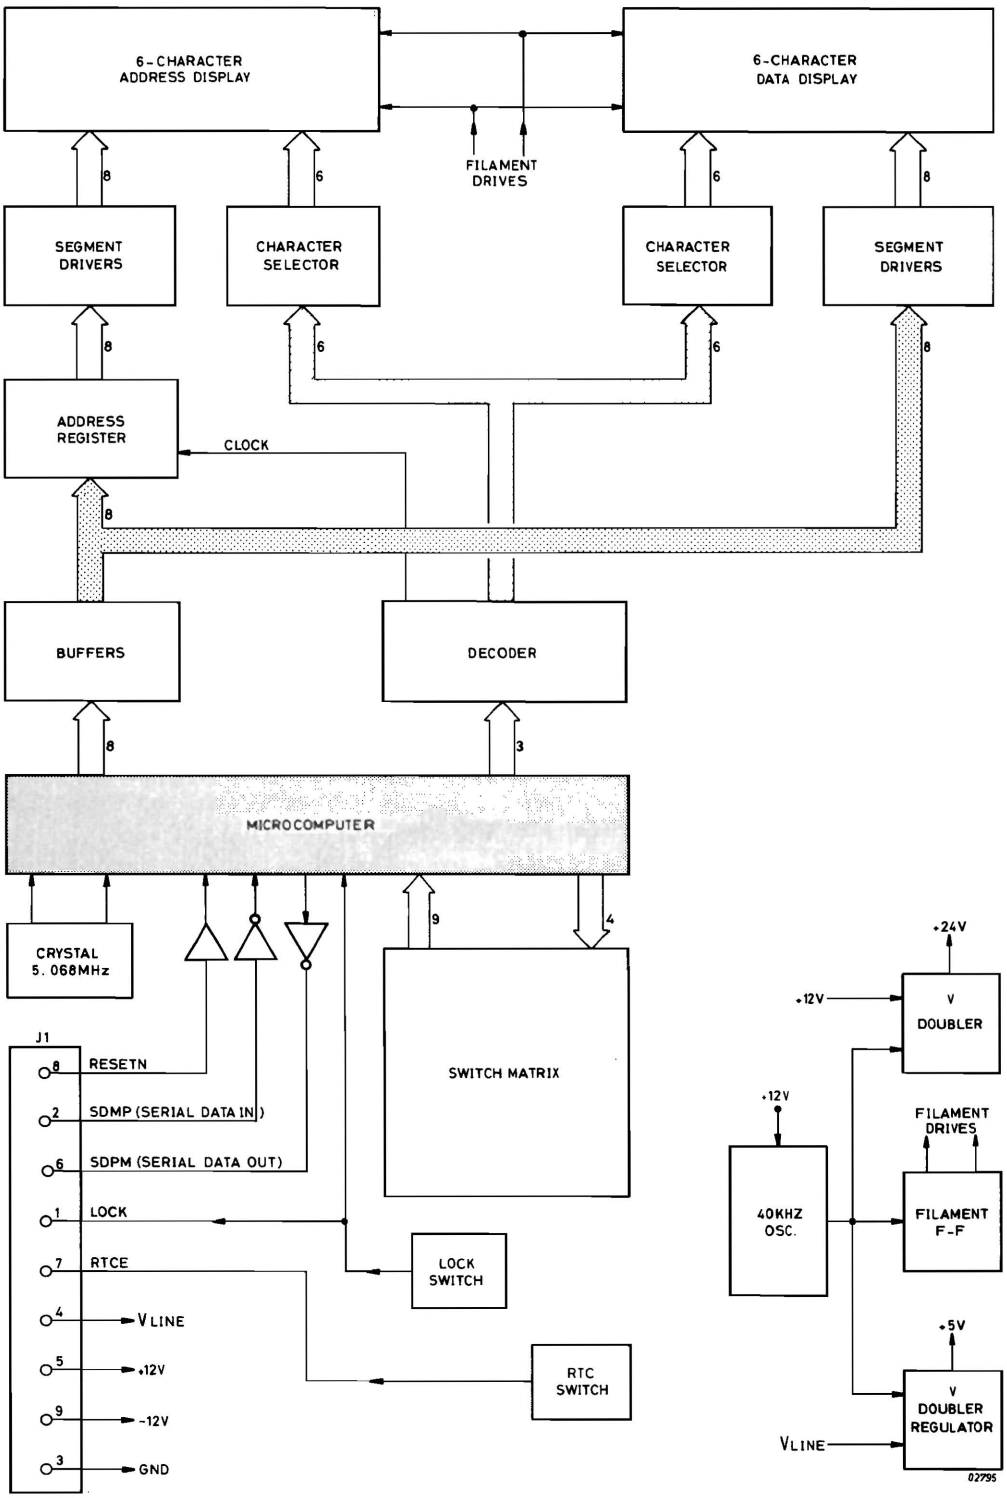

Figure 6.2 FRCP BLOCK DIAGRAM
6.4 FUNCTIONS FRCP (FIGURE 6.2)